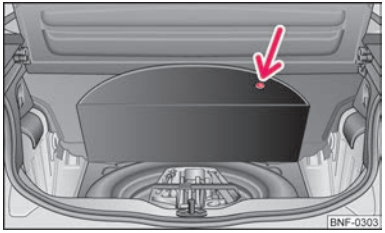

Fig. 100 Luggage compartment: Stowage space for the vehicle tool kit and spare wheel
Raise the floor covering at the recess (arrow) ⇒ Fig. 100.
The spare wheel lies in a well in the luggage compartment under the floor covering ⇒ Fig. 100 and is fixed in place using a special bolt ⇒ Fig. 101.
– Take the **vehicle tool kit** and the **spare wheel** ⇒ Fig. 100 out of the well under the carpet of the luggage compartment.